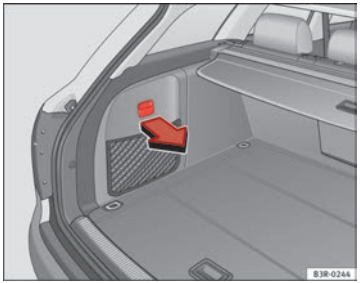

Fig. 124 Luggage compartment: Side trim with closed storage compartment
– To open the storage compartment, pull the handle forwards ⇒ Fig. 124.